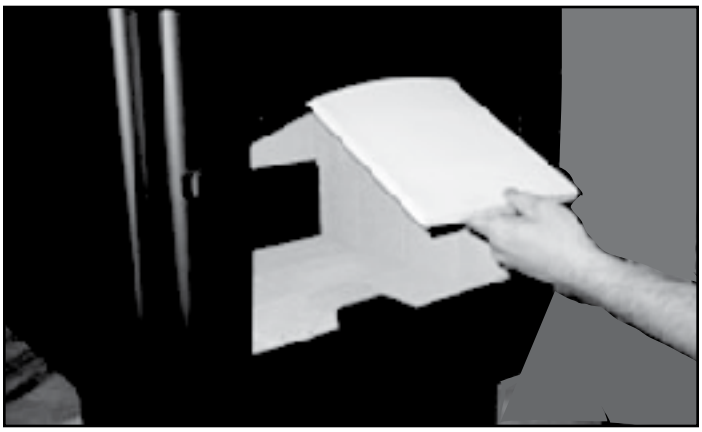

Figure 23.1 - Baffle
2. The baffle board has 2 pieces; with the ceramic blanket still in place, slide one baffle piece over the top of other one and pull out top piece through the door opening and then remove bottom baffle piece **(Figure 23.1)**.